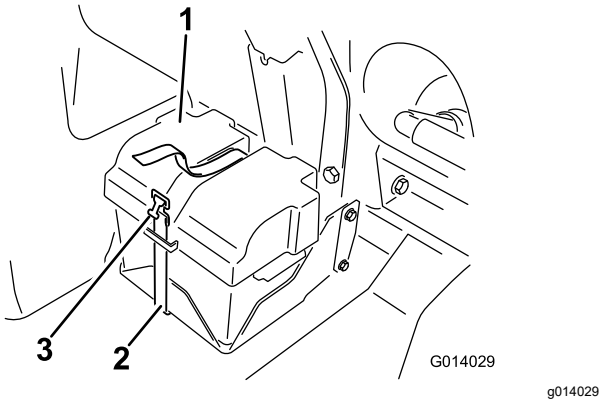

Figure 89
2. Remove the battery cover and disconnect the negative (black) ground cable from the battery post (Figure 89).
4. Install the battery cover and secure it with the strap that you removed previously (Figure 89).